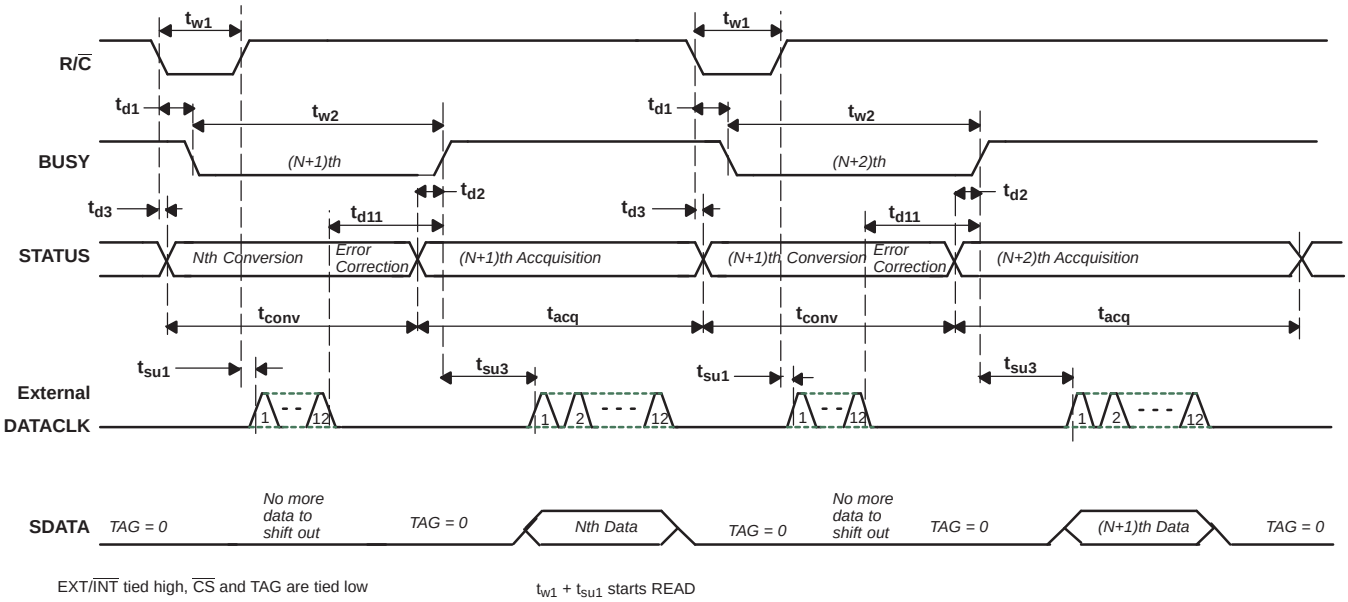
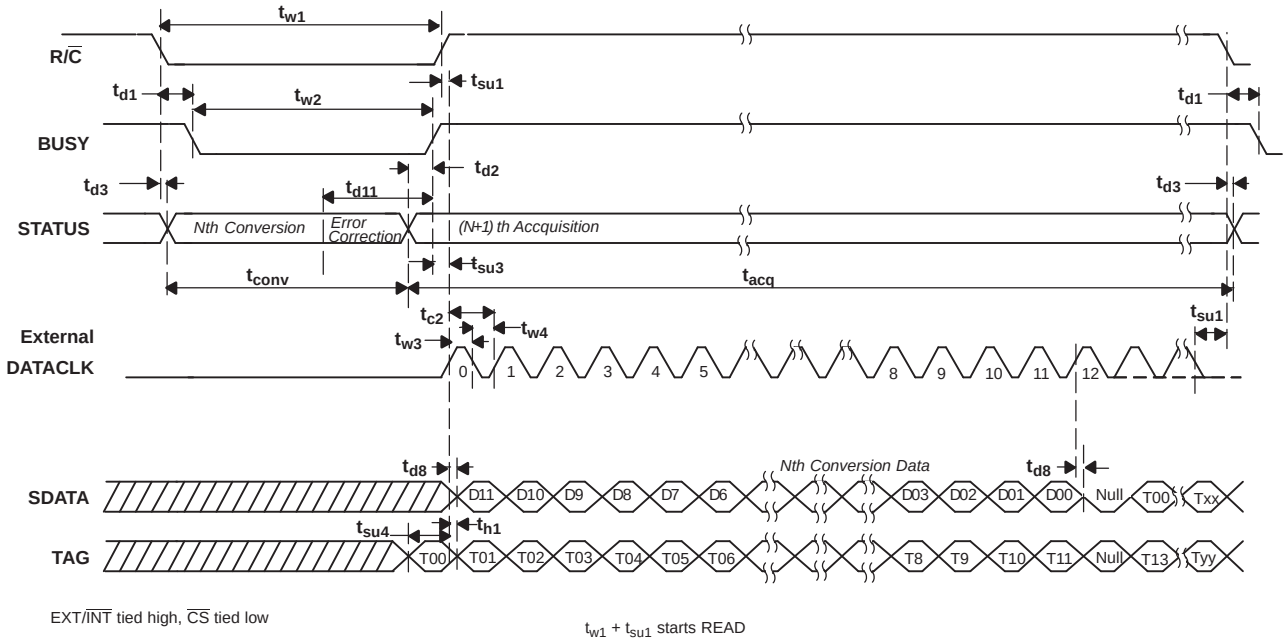
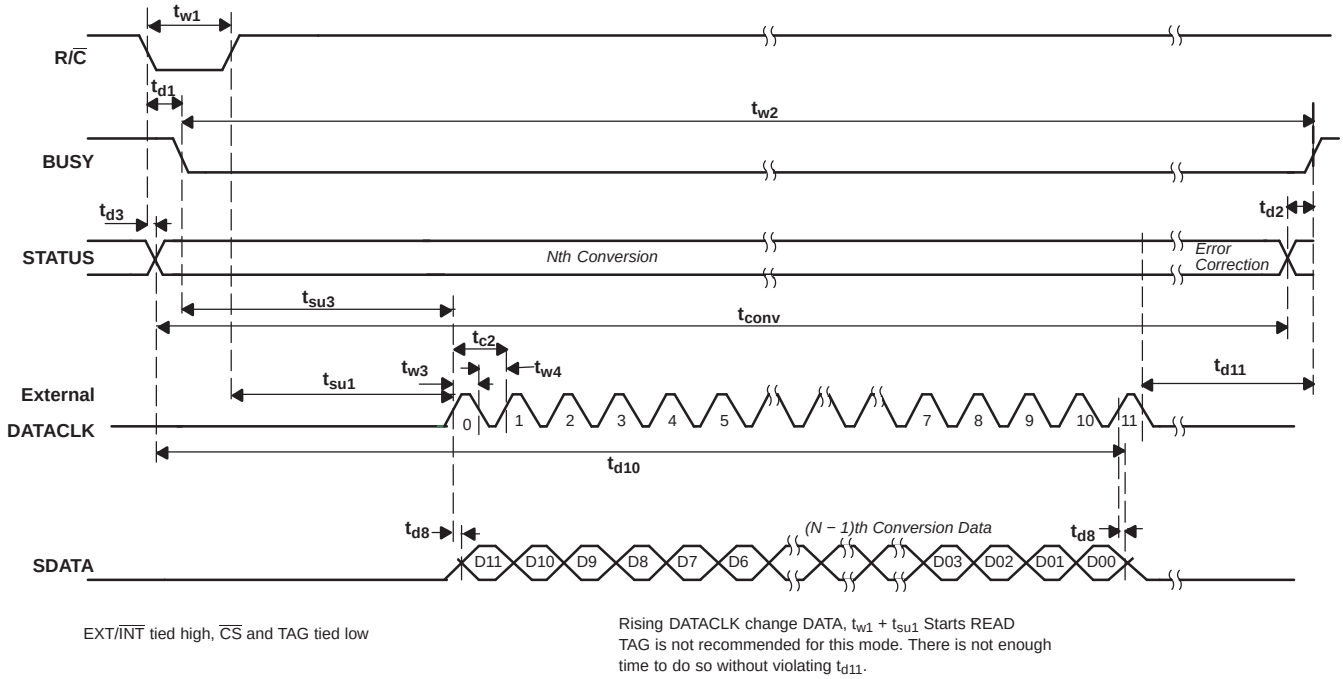

Figure 37. Basic Conversion Timing - External DATACLK
Figure 38. Read After Conversion (Discontinuous External DATACLK)
Figure 39. Read During Conversion (Discontinuous External DATACLK)
(1) See Figure 37, Figure 38, and Figure 39 for constraints on data valid from conversion *N–1*.
After conversion *N* is completed and the output registers have been updated, $\overline{\text{BUSY}}$ (pin 24) goes high. With $\overline{\text{CS}}$ low and R/$\overline{\text{C}}$ high, valid data from conversion *N* is output on SDATA (pin 19) synchronized to the external data clock input on DATACLK (pin 18). The MSB is valid on the first falling edge and the second rising edge of the external data clock. The LSB is valid on the 12th falling edge and 13th rising edge of the data clock. TAG (pin 20) inputs a bit of data for every external clock pulse. The first bit input on TAG is valid on SDATA on the 13th falling edge and the 14th rising edge of DATACLK; the second input bit is valid on the 14th falling edge and the 15th rising edge, etc. With a continuous data clock, TAG data is output on SDATA until the internal output registers are updated with the results from the next conversion. Refer to Table 6 and Figure 38.
After conversion *N* has been initiated, valid data from conversion *N–1* can be read and is valid up to 12 µs after the start of conversion *N*. Do not attempt to clock out data from 12 µs after the start of conversion *N* until BUSY (pin 24) rises; this results in data loss. NOTE: For the best possible performance when using an external data clock, data should not be clocked out during a conversion. The switching noise of the asynchronous data clock can cause digital feedthrough degrading the converter's performance. Refer to Table 6 and Figure 39.